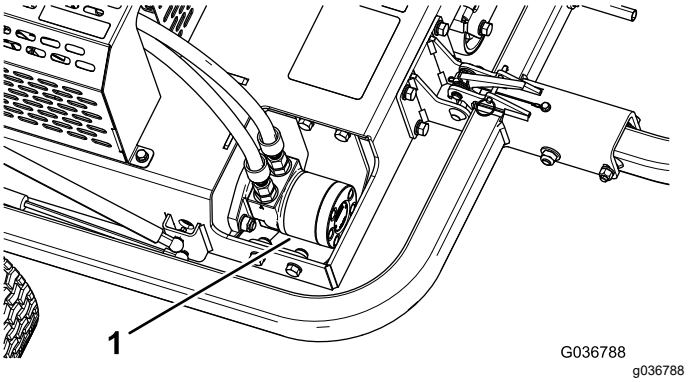

Figuur 41
3. Verwijder vuil en stof uit de omgeving van de hydraulische motor (Figuur 41).